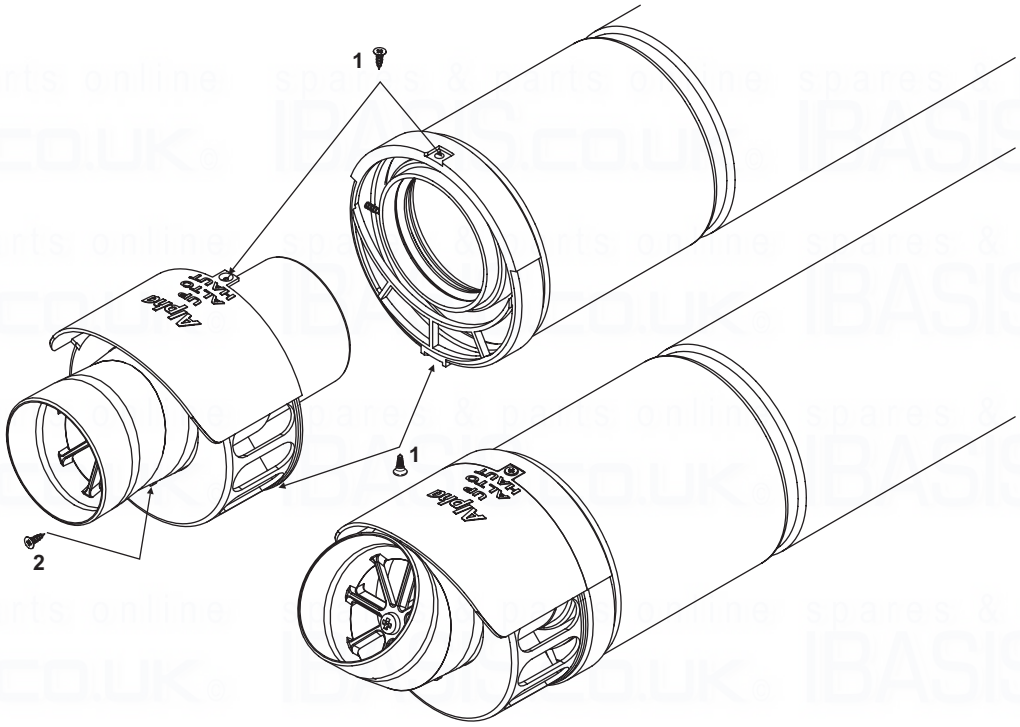

Fig. 4.12
i. Remove the screws (1 in Fig. 4.12) securing the terminal and remove the terminal by pulling it from the flue assembly. Remove the screw (2 in Fig. 4.12) securing the terminal end section and remove the end section from the terminal.